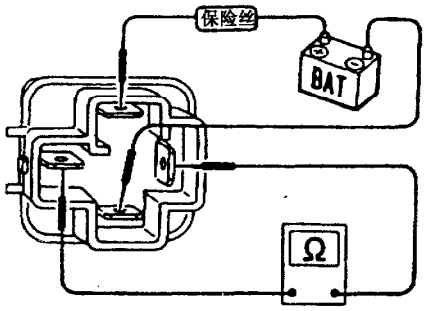

图 14－3－10　检查空调继电器（一）
如图 14－3－10 所示，检查空调继电器③、⑤端子之间的导通性，应如表 14－3－13 所示，否则更换新件。